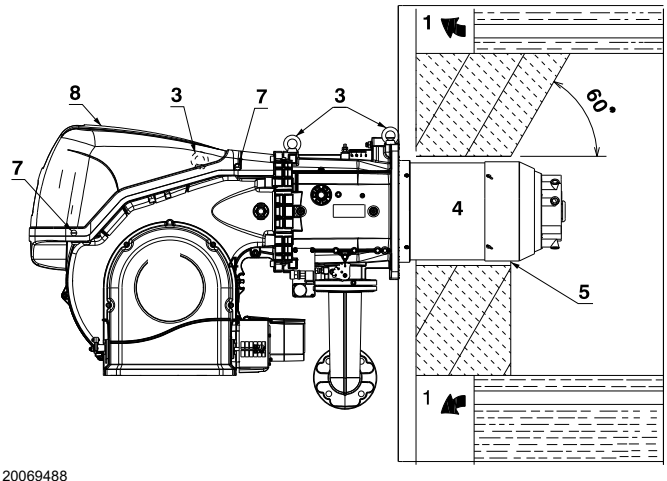

Abb. 11
Für Heizkessel mit vorderem Abgasumlauf 1)(Abb. 11) oder mit Flammenumkehrkammer muss eine Schutzschicht aus feuerfestem Material 5), zwischen feuerfestem Material des Kessels 2) und Flammrohr 4) vorgesehen werden.
Für Heizkessel mit wassergekühlter Frontseite ist die Verkleidung mit feuerfestem Material 2)-5)(Abb. 11) nicht notwendig, sofern nicht ausdrücklich vom Kesselhersteller gefordert.
Durch Einhaken an den Ringen 3)(Abb. 11) ein angemessenes Hebesystem vorbereiten, nachdem die Befestigungsschrauben 7) der Verkleidung 8) entfernt wurden.
- ➤ Den beigepackten Hitzeschutz am Brennerrohr 4)(Abb. 11) einpassen.